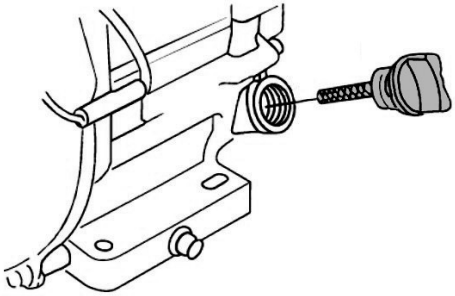

Рис. 18. Крышка-щуп нижней маслозаливной горловины
2. Открутите крышку-щуп нижней маслозаливной горловины и извлеките щуп (Рис. 18).